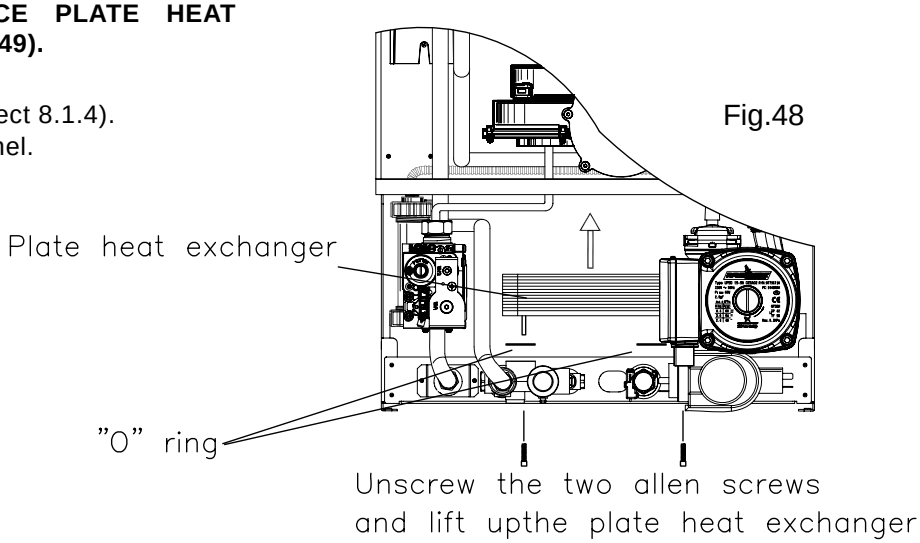

Fig.48
8.9.4 Unscrews the two allen screws that connect the DHW heat exchanger and pull it out from the boiler (Fig. 48).